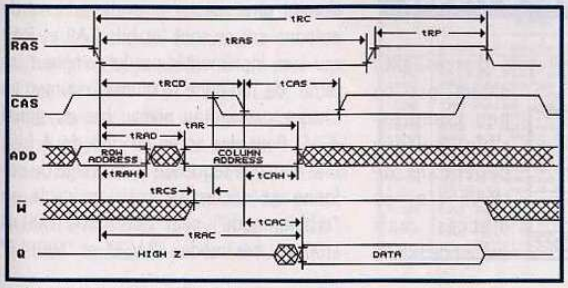

Figure 5 – READ Cycle
Intéressons-nous maintenant au contenu de cette bestiole avec le synoptique de la fig. 3. Comme vous le savez maintenant, les nombreux bits d'une RAM sont organisés en une matrice de x rangées (Row) sur y colonnes (Column) : 256 × 256 pour les 64 Kbits, 256 × 1024 pour les 256 Kbits et 512 × 2048 pour les 1 Mbit (devinez la matrice des 4 Mbits). De ce fait, on comprend mieux pourquoi il n'y a que 10 bits d'adresse sur le boîtier 1 Mbit : ces 10 bits permettent de coder 1 024 combinaisons, soit assez pour le nombre de rangées (512), mais pas assez pour le nombre de colonnes (il en manque un onzième). Le multiplexage dans le temps consiste à passer les infos en deux fois : d'abord l'adresse de la rangée (0 à 511), puis l'adresse de la colonne (0 à 2047). Les coordonnées donnent alors le bit sélectionné dans la matrice. Mais pour l'adresse de colonne, le onzième bit est en fait le dixième (A9) de l'adresse précédente, celle de la rangée. La MMU (Memory Management Unit : unité de gestion mémoire) reçoit une adresse du processeur (à laquelle il veut accéder) par le bus d'adresse et décompose alors celle-ci en adresses 'rangée' et 'colonne' pour les 16 RAMs (la mémoire d'un ST est organisée sur 16 bits, donc 16 boîtiers 1 Mbit pour 2 Mo, ou 16 boîtiers 256 Kbits pour 512 Ko), puis envoie l'adresse de rangée (A0-A8) plus le bit A9 pour les colonnes. Pour que la RAM puisse accepter cette adresse, il faut que le signal /RAS passe au niveau bas dans le même temps (vous pouvez commencer à regarder [pas de panique !] les timings [chronogrammes en bon français] des figures 5 et 6). Cette adresse est alors "capturée" par le buffer de rangée, mais le bit A9 part vers le buffer de colonne. Tout en maintenant le signal /RAS au niveau bas, la MMU envoie alors l'adresse de colonne
et passe le signal /CAS au niveau bas pour que le buffer d'adresse de colonne puisse accepter cette adresse. La matrice délivre alors le bit sélectionné vers le buffer de sortie, et la MMU relie le bus de données RAM/SHIFTER avec celui du processeur (et le reste de la machine), permettant ainsi au bit de chacune des 16 RAMs d'arriver au processeur. Pendant ce temps, juste après l'apparition de la donnée sur Q, les signaux /CAS puis /RAS sont repassés au niveau haut, mettant ainsi fin au cycle d'accès. L'opération d'écriture se déroule de façon à peu près similaire (voir fig. 6). Bien entendu toutes ces opérations doivent se faire dans des délais (timings) bien précis, pour lesquels il existe des minima et des maxima au-delà desquels la RAM ne comprendra pas ce que la MMU lui fait... Les valeurs des temps mesurés sur les figures 5 et 6 sont dans le tableau ci-joint. Sachez que ces timings sont simplifiés, et qu'il n'y figure que les plus importants dont certains varient en fonction du temps d'accès de la RAM. Les trois temps d'accès proposés actuellement pour la 1 Mbit sont 70, 80 et 100 ns (nano seconde : 10^{9} secondes). Mais savez-vous ce que représente ce temps d'accès ?